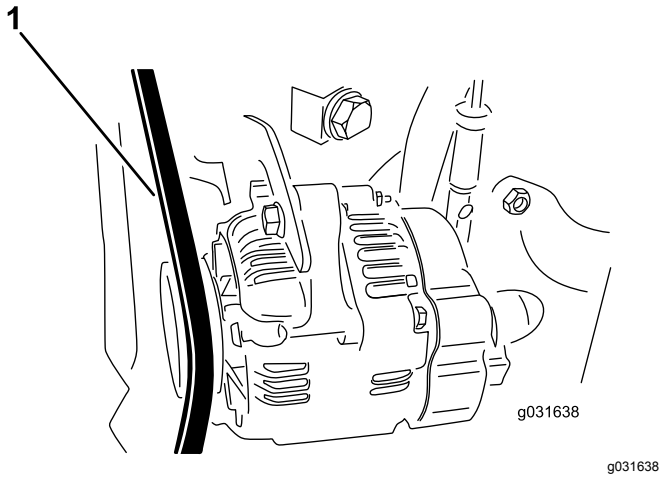

Figur 62
2. Tryck ned generatorremmen med en kraft på 30 N, mitt emellan remskivorna (Figur 62).